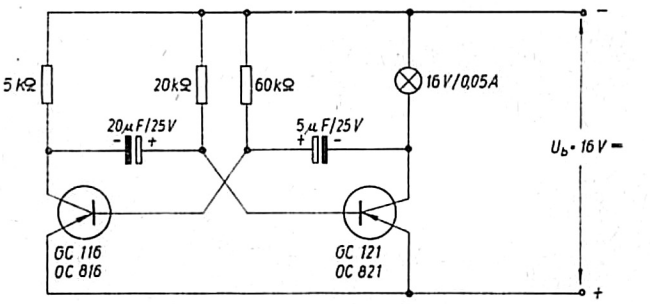

Bild 6 *Blinkgeber für Lichtsignale. Verwendbare Transistoren:*
Die Widerstandswerte von R_1 und R_2 sowie die Kapazitätswerte von C_1 und C_2 bestimmen nun die Hell- und Dunkelzeit des Lämpchens. Je nach dem, ob die Widerstände und Kondensatoren größer oder kleiner sind, dauert der Umladungsvorgang der Kondensatoren länger oder kürzer. Es kann also mit geeigneten R- und C-Werten eine brauchbare Blinkzeit eingestellt werden. Nachstehend sei ein Beispiel für eine solche Schaltung gegeben (Bild 6), die etwa ein (1) Aufblinken des Lämpchens je Sekunde ergibt (Blinkfrequenz also etwa 1 Hz).